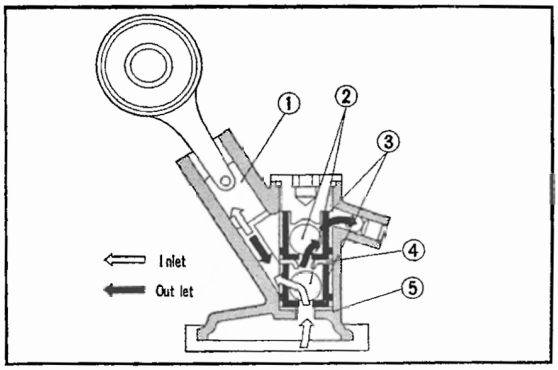

Fig. 3.82 Sectional view of oil pump
Pump plunger is mounted eccentrically on the clutch outer and is operated by the plunger rod. **(Fig. 3.82)**
a. Exercise care when installing the pump rod, installing pump rod in reverse will render the pump inoperative. **(Fig. 3.82, 3.83)**